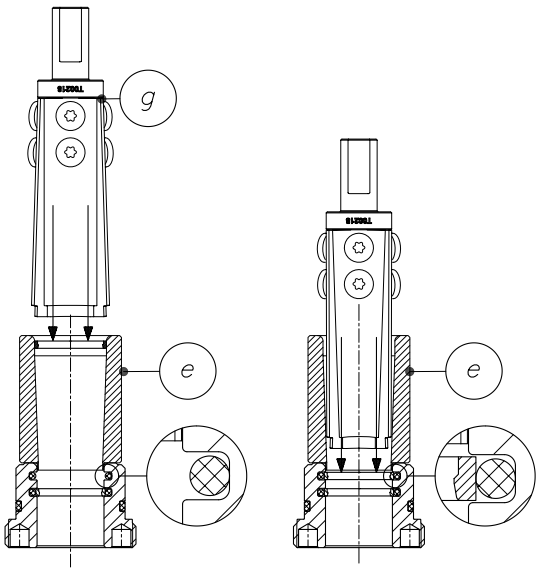

Figure 131: (z402-12) Insert sliding ring
14. Place the insertion bushing with short collar (pos. e) on the screw-in housing cover or housing bottom (version 1) and push in the upper sliding ring with the press-in mandrel (pos. g). **Attention:** Note the orientation of the sliding ring (see Fig. 131).